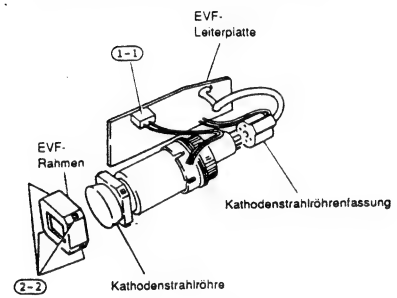

Abb. 2-123
1) Einen (1) Stecker (CN801) von der EVF-Leiterplatte und der Kathodenstrahlröhrenfassung entfernen (siehe Abb. 2-123).
(2) Kathodenstrahlröhre
2) Vier (4) Laschen des Kathodenstrahlröhrenrahmens freigeben und den Kathodenstrahlröhrenrahmen von der Kathodenstrahlröhre abnehmen (siehe Abb. 2-123).